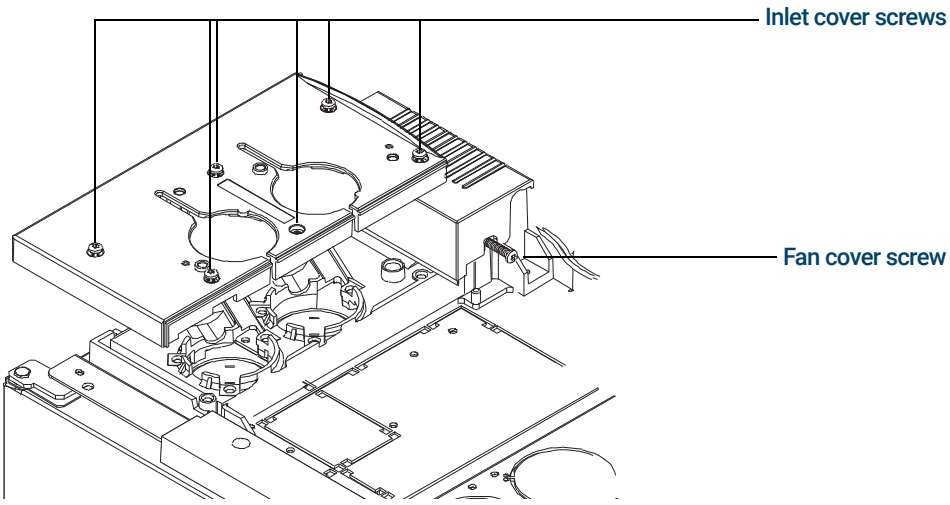

Figure 2. Removing the injection port top cover and inlet fan cover (6890 Series GC)
1. Loosen the Torx T-20 screw on the right side of the fan cover. See **Figure 2** on page 39 for screw location.
1 Fully loosen the six Torx T-20 screws on the top of the cover (**Figure 2**).